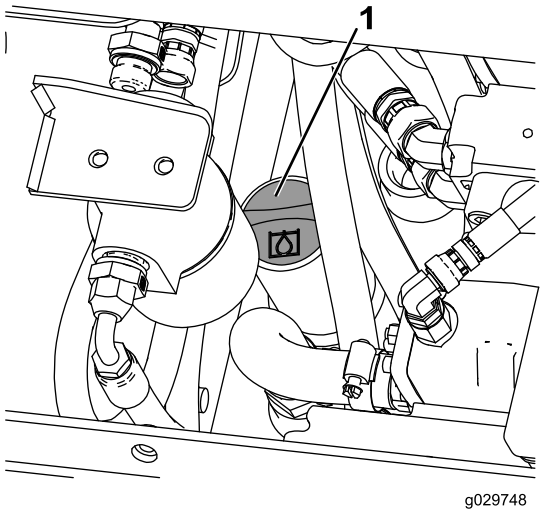

**Rysunek 27**
7. Wyczyść obszar wokół szyjki wlewu zbiornika oleju hydraulicznego (Rysunek 27).